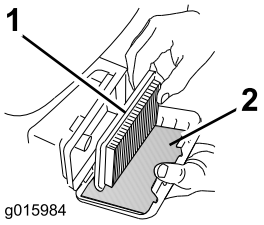

Figur 25
3. Ta bort pappersluftfiltret och skumförfiltret (Figur 25).